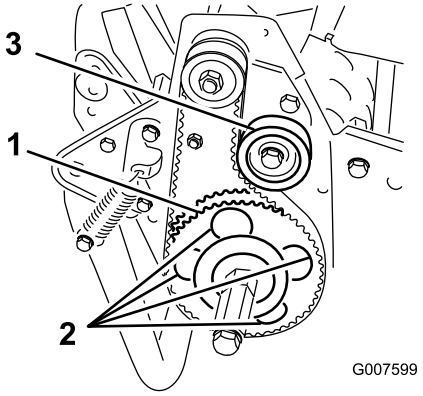

Figuur 44
7. Draai de aandrijfpoelie rond totdat de openingen zich recht voor de 4 flensschroeven van het rollager bevinden (Figuur 44).
11. Stel de riemspanning af en draai de bevestigingsschroef van de spanpoelie vast (Figuur 44).